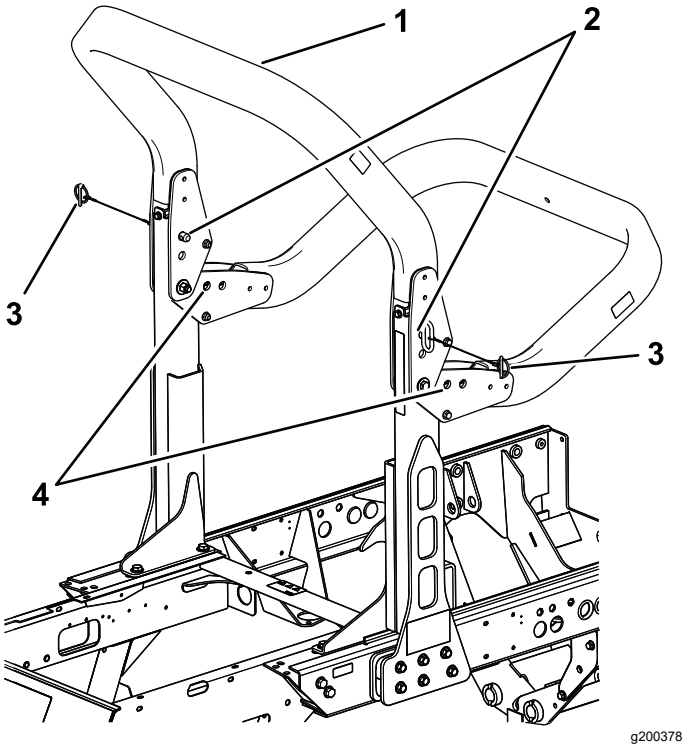

**Рисунок 73**
2. Поддерживайте верхнюю раму защитной дуги, когда снимаете шплинты и шплинтуемые штифты с кронштейнов осей поворота (Рисунок 73).